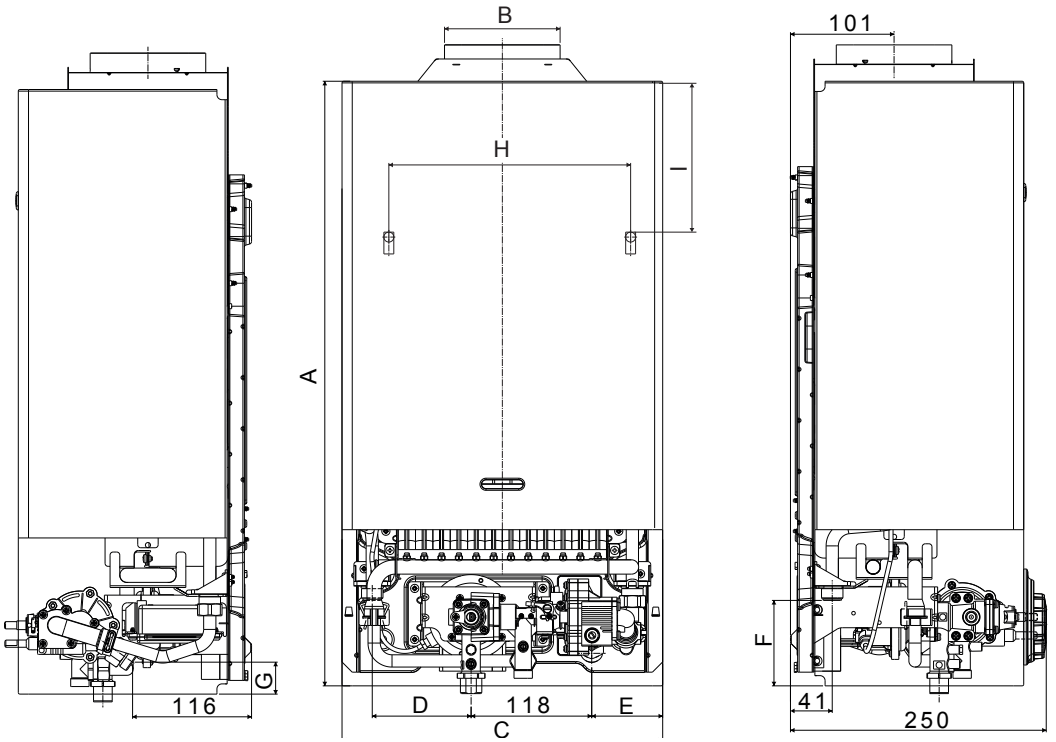

Fig. 1
- Dans la Fig. 1 sont indiquées les cotes de l'appareil pour sa fixation murale.